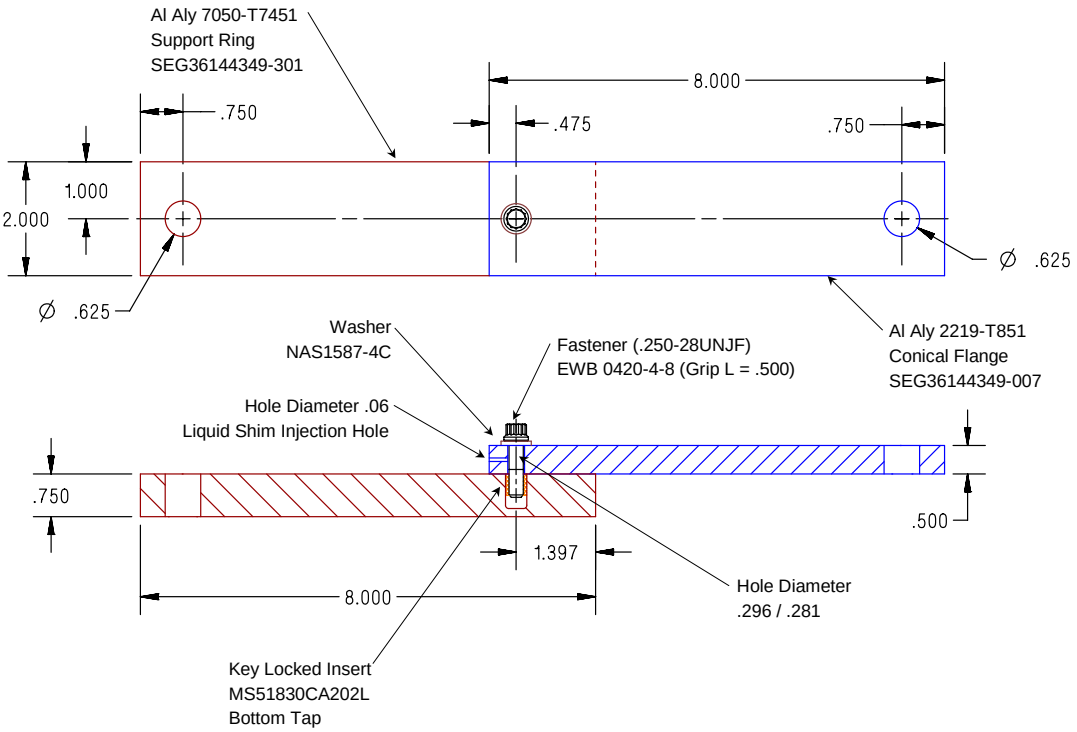

Figure 2-1: Test Setup – Case 1
The test articles will consist of 12 setups, each a different configuration as shown in Table 2-1. The test articles for each of the three cases are shown in Figures 2-1 through 2-3.
3.1.1. Refer to Figures 2-1, 2-2 or 2-3 for part numbers.
3.2.1. Refer to Figures 2-1, 2-2 or 2-3 for part numbers
3.3.1. Refer to Figures 2-1, 2-2 or 2-3 for part numbers.
3.4.1. Refer to Figures 2-1, 2-2 or 2-3 for part numbers